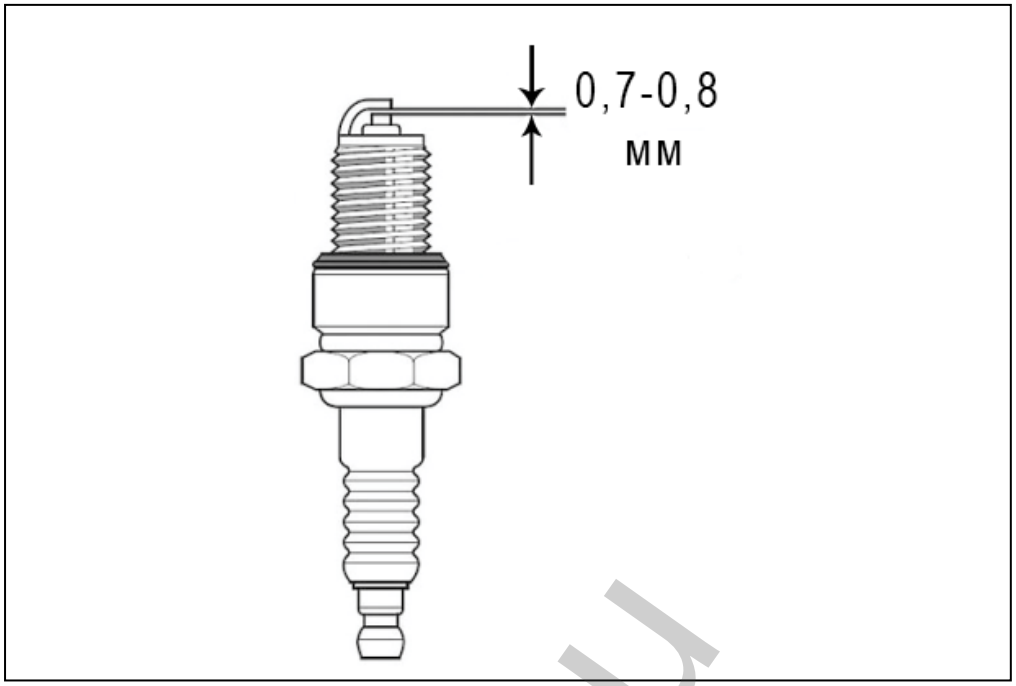

Рис. 21. Зазор между электродами свечи зажигания.
4. Измерьте зазор между электродами свечи зажигания. Зазор должен быть в диапазоне 0,7-0,8 мм (Рис. 21). Если зазор больше или меньше этого диапазона, свечу следует заменить.